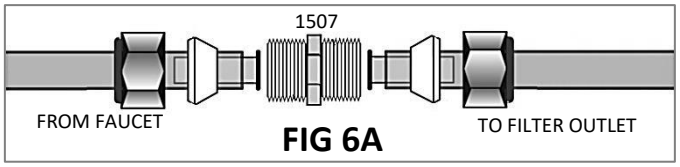

FIG 6A
16. If your faucet has a 3/8" straight pipe then install 3/8" union (1507) connecting it to the open end of the outlet tube as shown in Fig 6A. Hold union with one wrench and tighten the compression nut securely with another. **Note:** If faucet tube is copper, use the brass compression sleeve instead.